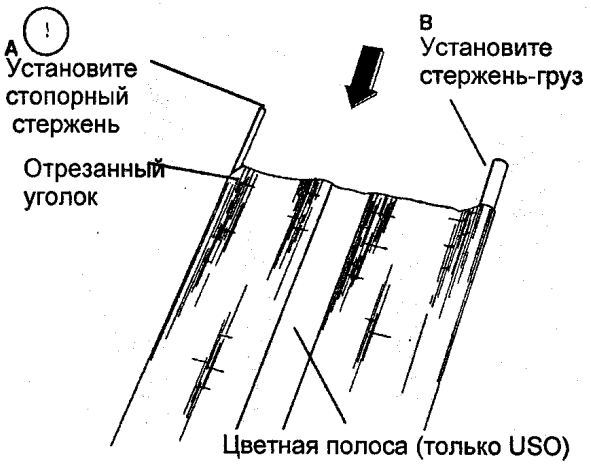

Рис. 2 Установка стопорного стержня и стержня-груза в матерчатую направляющую
1. (РИС. 2): УСТАНОВИТЕ СТОПОРНЫЙ СТЕРЖЕНЬ И СТЕРЖЕНЬ-ГРУЗ В МАТЕРЧАТУЮ НАПРАВЛЯЮЩУЮ.